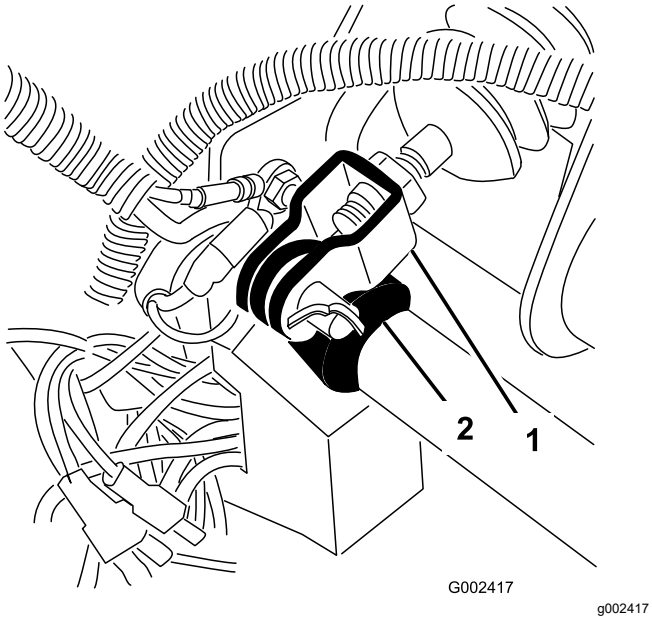

**Figuur 65**
1. Verwijder de R-pen en de gaffelpen waarmee de gaffel van de hoofdremcilinder is bevestigd aan het draaipunt van het rempedaal (Figuur 65).